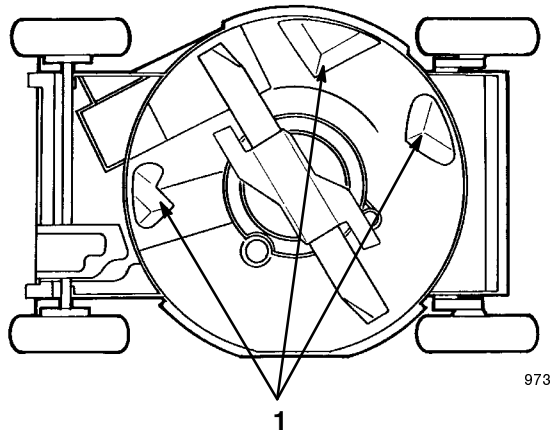

Figure 21
To ensure the best performance, keep the underside of the lawn mower housing clean. Be especially careful to keep the kickers free of debris (Fig. 21).
3. Tip the lawn mower onto its **left** side (air filter up) (Fig. 21).